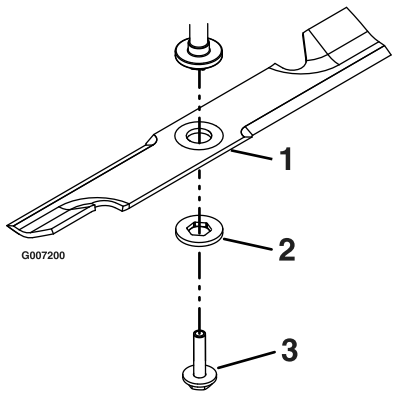

Figuur 46
2. Houd de sleutel op de mesbout en de mesas stil en probeer met een lap of een dik gevoerde handschoen het mes te bewegen. Als het mes ten opzichte van het asscherm draait zonder mesas verder vast te draaien, is de springschijfveer plat gedrukt of beschadigd en moeten het mes en de ring worden vervangen (Figuur 46). Zie Maaimessen verwijderen en Maaimessen monteren.
Houd het einde van het mes vast met een dik gevoerde handschoen (of zet een sleutel op de bovenste schijfmoer). Verwijder de mesbouten de ring, de klemring en het mes van de spilas (Figuur 46).
1. Monteer het mes op de as (Figuur 46).